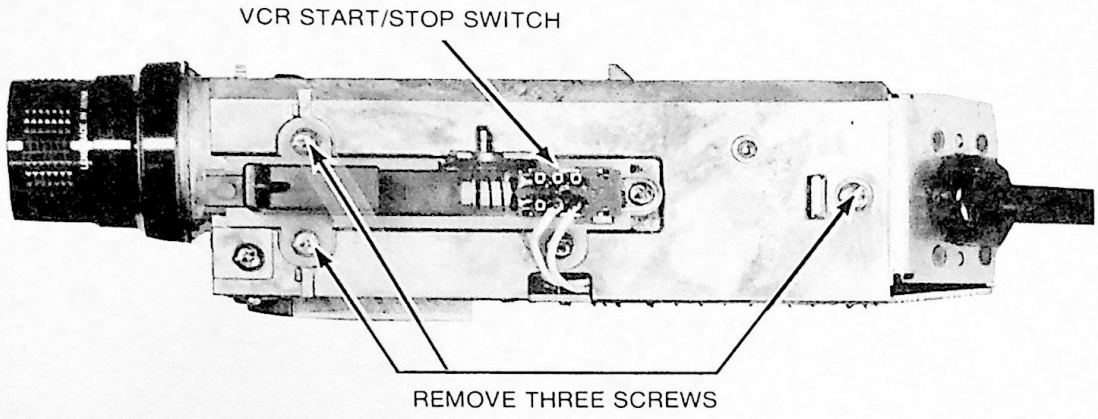

Figure 11
4. VCR Start/Stop switch: remove three screws as illustrated in Figure 11.